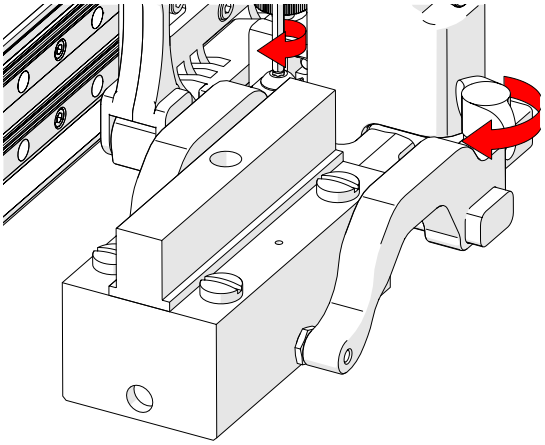

Fig. 102 - Tighten knobs and screws
7. Tighten both the probe holder adjustment knob and the arm clamp screw *(Fig. 102)* while ensuring the wedge remains centred with the yoke.